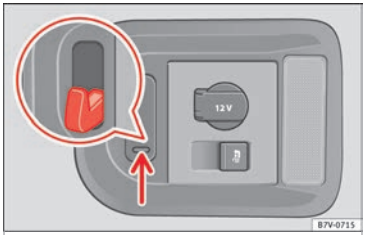

Fig. 171 In the luggage compartment: retaining hooks
On the right-hand side of the luggage compartment, there are folding retaining hooks ››› **Fig. 171** that can be used to secure light shopping bags.
- Press the retaining hooks down ››› **Fig. 171** (arrow) and fold them.